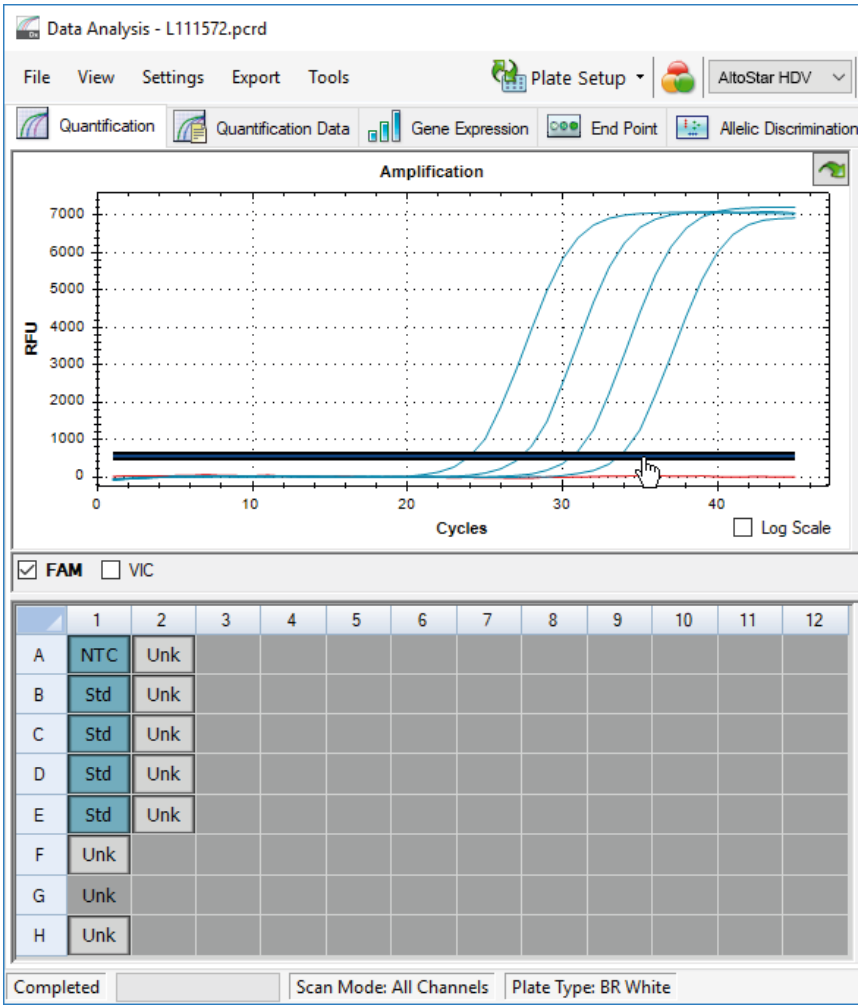

Figura 10: Ventana Data Analysis (análisis de datos): configuración del umbral FAM™
5. En la parte izquierda de la ventana Data Analysis (análisis de datos) quite la marca de la casilla de verificación **VIC** y marque la casilla **FAM** para el canal de detección del HDV objetivo (consulte la figura 10).
6. Seleccione únicamente los pocillos que contienen el NTC y los QS en la vista de placa de la ventana Data Analysis (análisis de datos) (consulte la figura 10).
7. Arrastre el pocillo de umbral por encima de la señal del NTC hacia el área exponencial de las señales de QS (consulte la figura 10).